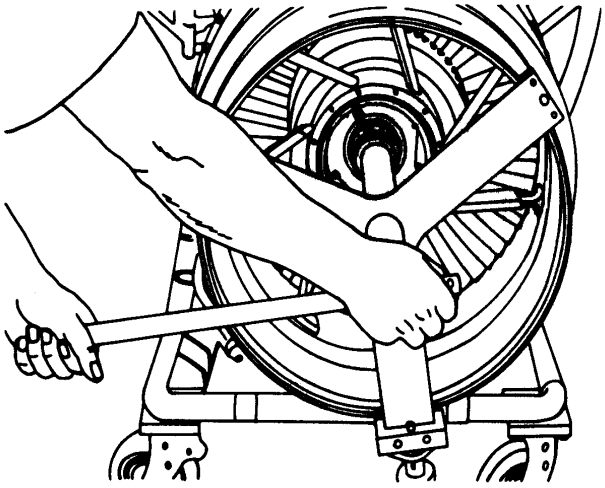

Figure 2. Removing Turbine–to–Compressor Tie Bolt Locknut with 6796530 Wrench and 6796382 Support
d. Remove the tie bolt locknut with 6796530 turbine to compressor tie bolt lock nut spanner wrench and 6796382 wrench support (figure 2).